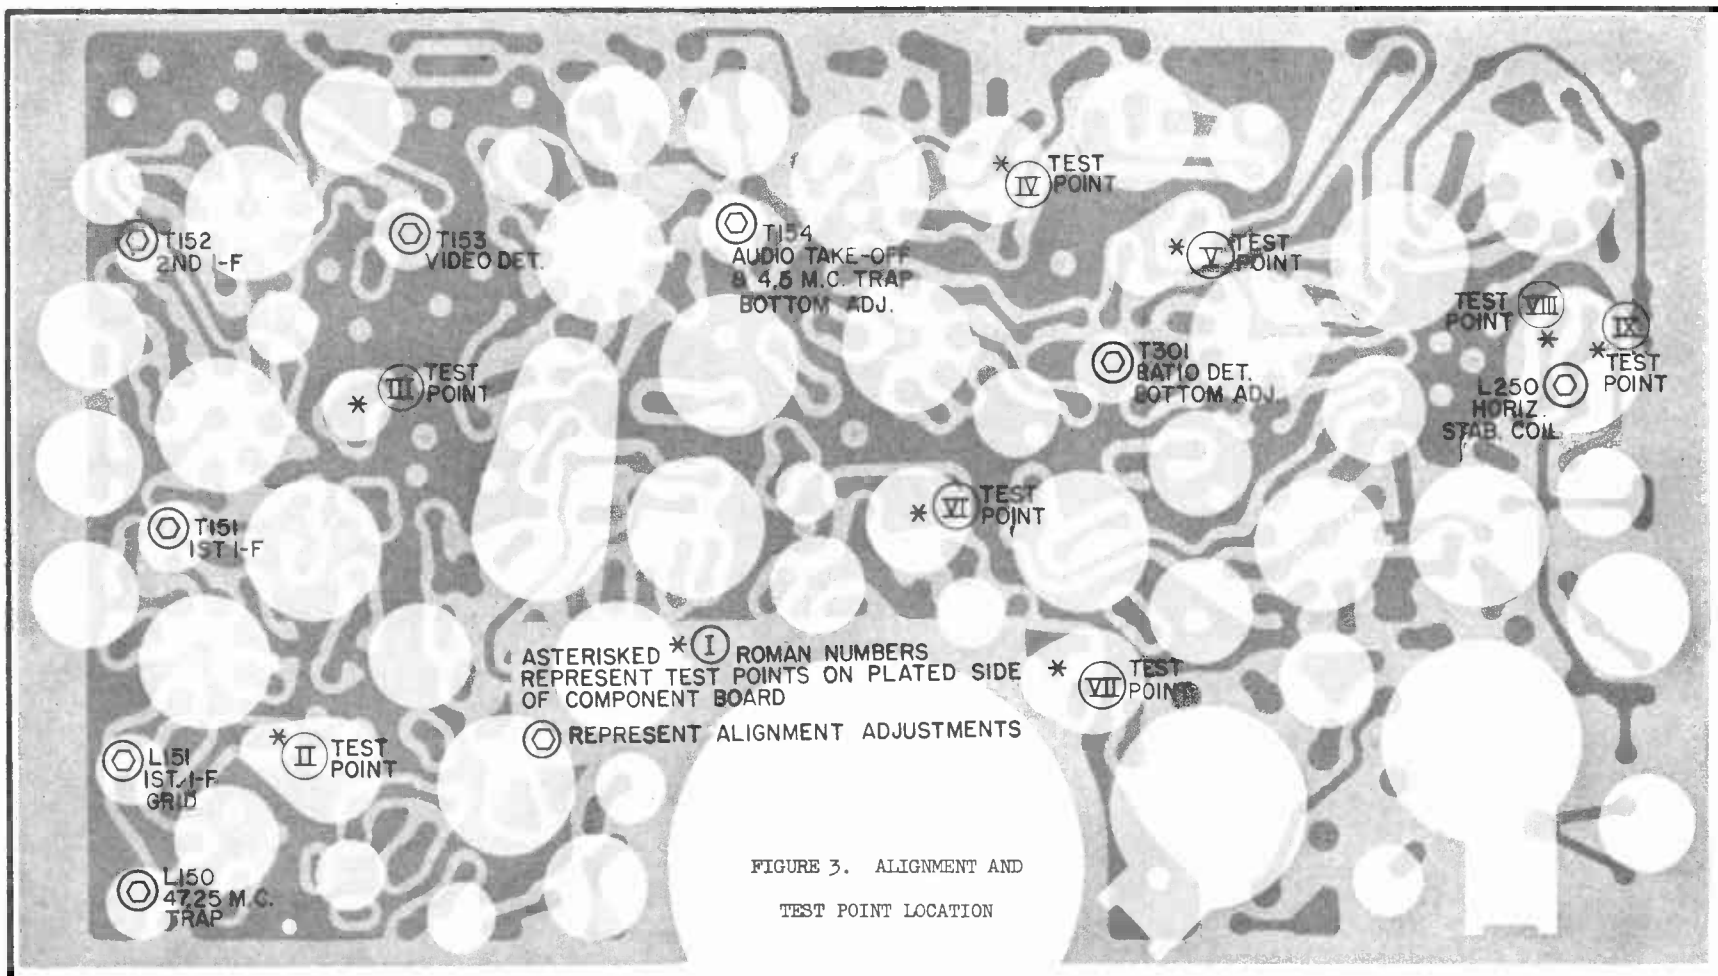

FIGURE 3. ALIGNMENT AND TEST POINT LOCATION
6. Adjust L250 so that the picture again "floats" back and forth through synced position. Core of L250 is accessible through the plated wiring side of the chassis. See Figure 3.
The alignment of the I-F system involves the adjustment of 1 trap and 5 pass-band tank circuits. Allow at least 15 minutes warm-up for the receiver and test equipment before proceeding. Follow the usual precautions regarding equipment termination and cable dress. Some tuning cores will apparently go through two peaks. In all cases, the cores should be tuned to the first peak starting from the "out" position. Adjustment locations are indicated in Figure 3.
2. Connect sweep generator to capacity, type jig shown in Figure 3. If General Electric sweep equipment is used, the indicated resistor should be omitted.